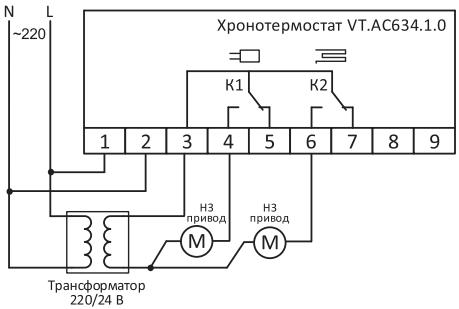

Рис. 8
8.2.9. При работе с сервоприводами с напряжением питания ~ 24 В используется дополнительный трансформатор 220/24 В, подключаемый в соответствии с приведёнными ниже схемами (*рис. 8, 9*).